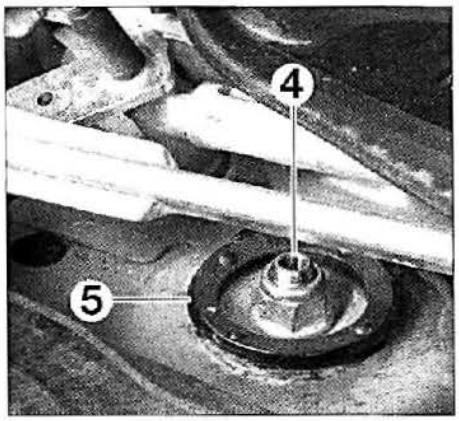

FIG. 2
• Desmontar **(fig. 2):**
- la tuerca (4)
- la copela (5)